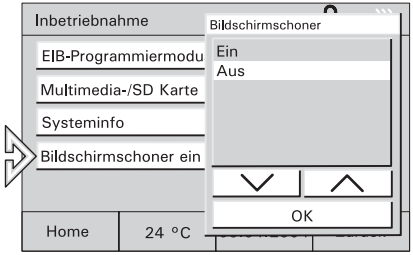

Fig. 71
1. SD-Karte in das Controlpanel einführen und Button „Bildschirmschoner“ drücken (Fig. 71).